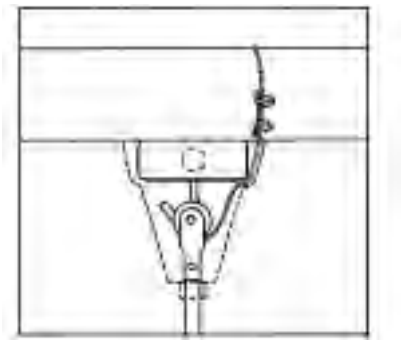

*Figure 3*
9. This fan is equipped with the required “secondary support” cable. This cable must be affixed to the beam structures and securely clamped in such a manner to support the weight of the fan in the event the mounting hook or other parts fail. After wrapping cable around a structural member that will support 300 lbs., secure cable with supplied cable clamps as illustrated in Figure 3. (Note: Any additional materials needed for specific installations may be purchased from your local distributor.)
**IMPORTANT CAUTION: The safety cable must not be placed between the rubber roller and hook but as illustrated in Figure 3.**
10. When hanging fan on factory supplied “J” hook, make sure cable at top of rod is positioned behind “J” hook as illustrated in Figure 3.